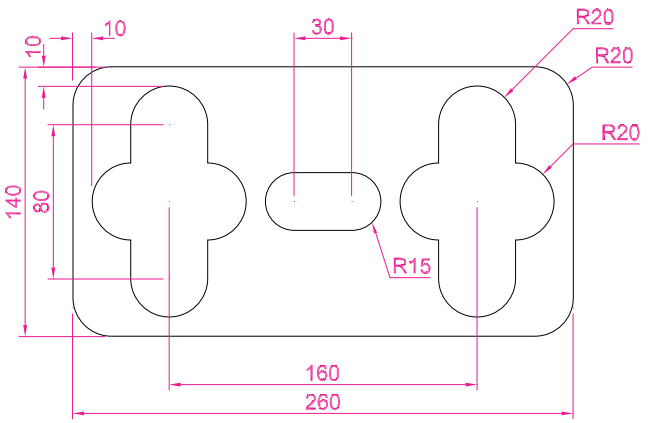

Fig. 5.48 Exercise 3
3. Using the tools **Polyline, Circle, Trim, Polyline Edit, Mirror** and **Fillet** construct the drawing in Fig. 5.48.